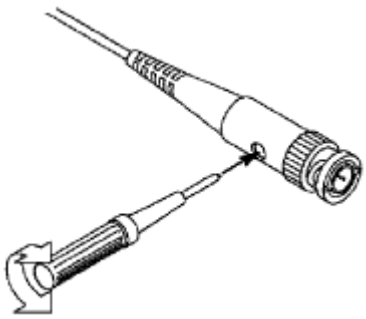

图 3-3：探头调整
2、 检查所显示的波形，调节探头，直到补偿正确。见图 3-2，图 3-3。